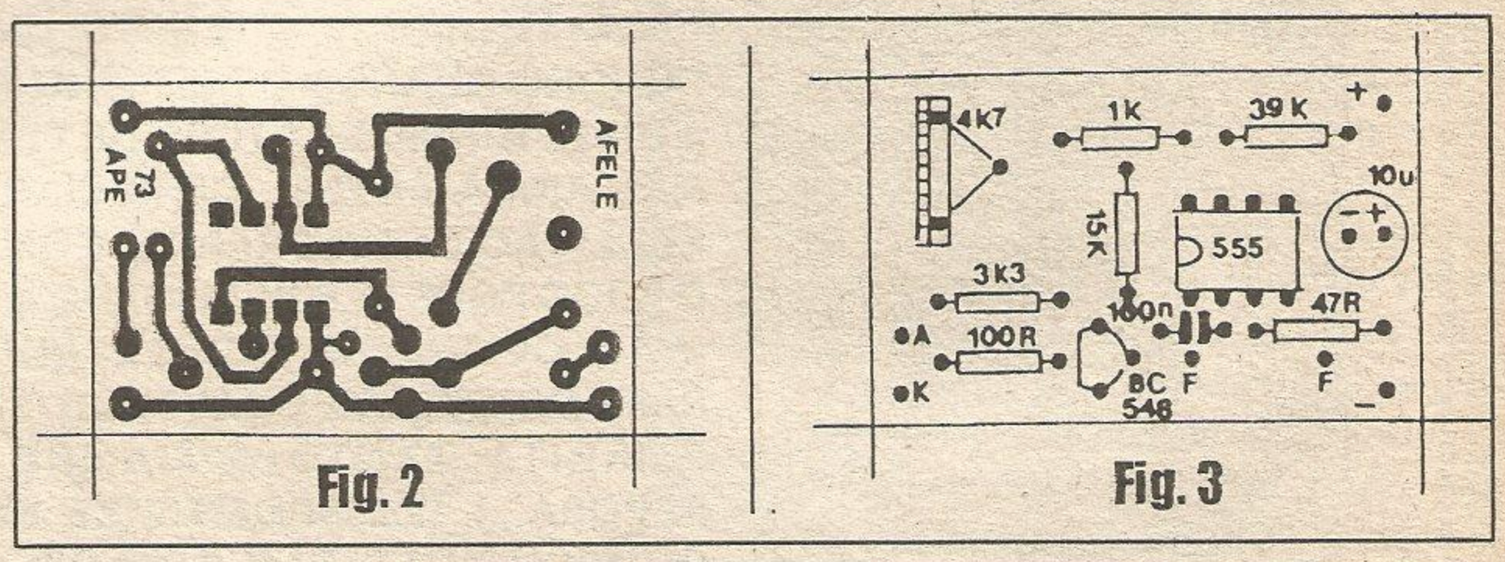

Fig. 2 Fig. 3
**- FIG. 2 - *LAY OUT* DO CIRCUITO IMPRESSO ESPECÍFICO -** Pequena e simples, a plaquinha de impresso para o **AFELE** é de muito fácil cópia e realização... O diagrama está em escala 1:1, portanto basta decalcar (com carbono) sobre a face cobreada de um pedaço de fenolite nas indicadas dimensões, procedendo em seguida as outras fases da